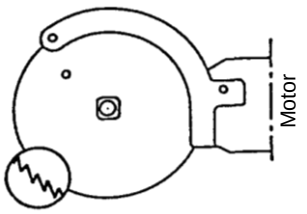

Abb. 7.3 – Richtung der Blattzähne
1) Einsatzfähiges Sägeblatt auf Aufnahme-Vierkant setzen; Zähne müssen an der Unterseite Richtung Motor zeigen, *s. Abb. 7.3*.
2) Haltestift (A) in Bohrung Sägeblatt (H) Stecken und mit Sägeblatt gegen Schutzhaube (T) drehen. Gabelschlüssel (G) auf Skt.-Spannmutter (M) setzen und in dargestellter Richtung stark spannen (Anzugsmoment: 50 Nm). Skt.-Spannmutter nicht gewaltsam anziehen.